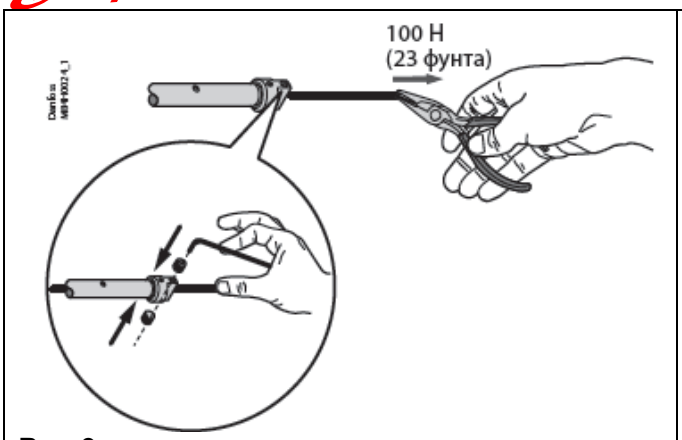

Рис.9
6. Протяните стальной трос через концевой соединитель (см. рис.9).
7. Присоедините концевой соединитель к нижней части каждой полностью собранной трубки. Затяните крепежные винты ключом-шестигранником, имеющим размер 3 мм (см. рис.9).
8. При помощи плоскогубцев вытащите конец стального троса из концевого соединителя (см. рис.9) так, чтобы стальной трос был при этом в натянутом состоянии.